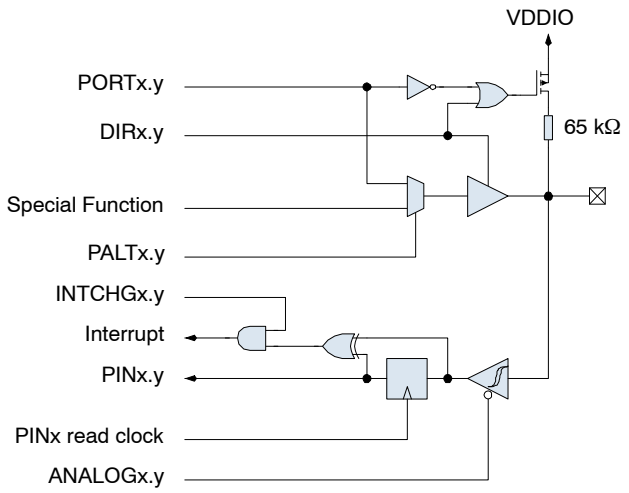

**Figure 10. Port Pin Schematic**
Figure 10 shows the GPIO logic. The DIR register bit determines whether the port pin acts as an output (1) or an input (0).